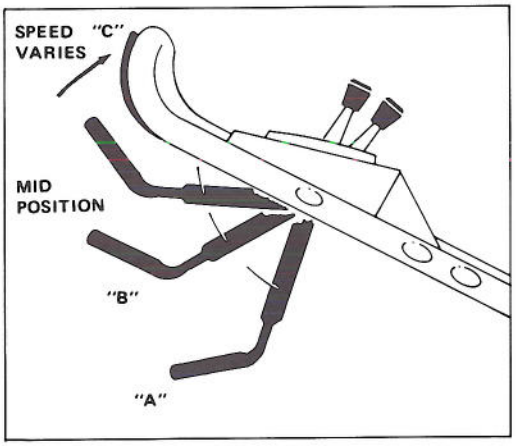

Figure 10
5. BLADE AND TRACTION OPERATION (Fig. 10) – Move control bar down to "A" and raise to engage blade "B". Move ground speed control to desired setting and squeeze control bar against handle "C" to drive. Ground speed varies, depending on space between control bar